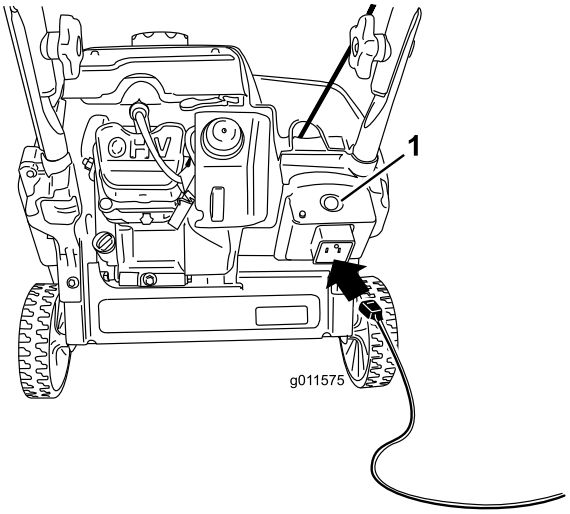
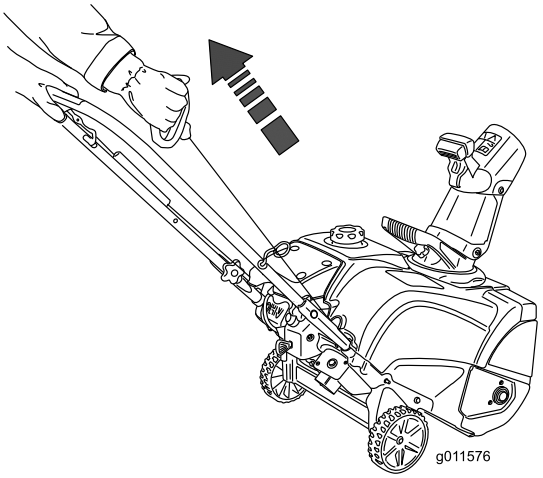

Figur 18
Figur 19
4. Anslut en förlängningssladd till en strömkälla och maskinen och tryck på knappen till den elektriska startmotorn (Figur 18) eller dra i startsnörets handtag (Figur 19).